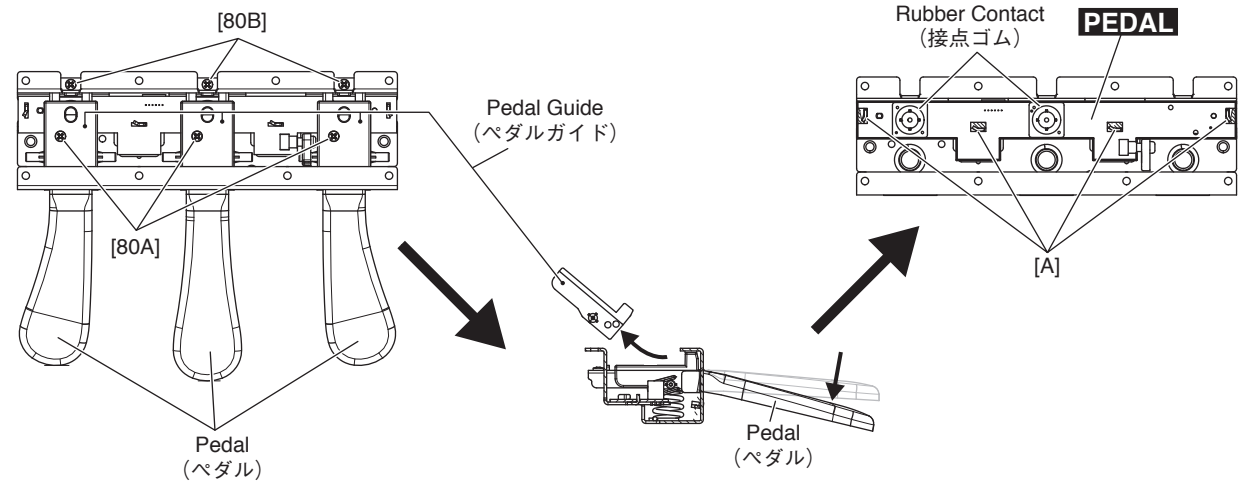

Fig.19（図 19）
25-3 Remove the three (3) screws marked [80A]. The three (3) pedal guides can then be removed. (Fig.19)
25-4 Remove the three (3) screws marked [80B]. The three (3) pedals can then be removed. (Fig.19)
25-5 Straighten the four (4) bent frame portions marked [A] securing the PEDAL circuit board using pliers. Lift the PEDAL circuit board to remove it. (Fig.19)
25-6 Remove the two (2) rubber contacts from the PEDAL circuit board. (Fig.19)
25-3 [80A] のネジ 3 本を外して、ペダルガイド 3 個を外します。(図 19)
25-4 [80B] のネジ 3 本を外して、ペダル 3 個を外します。(図 19)
25-5 PEDAL シートを止めている [A] のフレーム折り曲げ部 4 ヶ所をペンチ等で真直ぐに戻し、PEDAL シートを外します。(図 19)
25-6 PEDAL シートから接点ゴム 2 個を外します。(図 19)